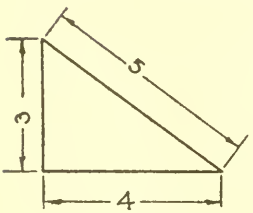

Fig. 13.
(7) **Draw a triangle (Fig. 13) with sides in the ratio of 3, 4, and 5 and note that one of the angles is a right angle. Why?**